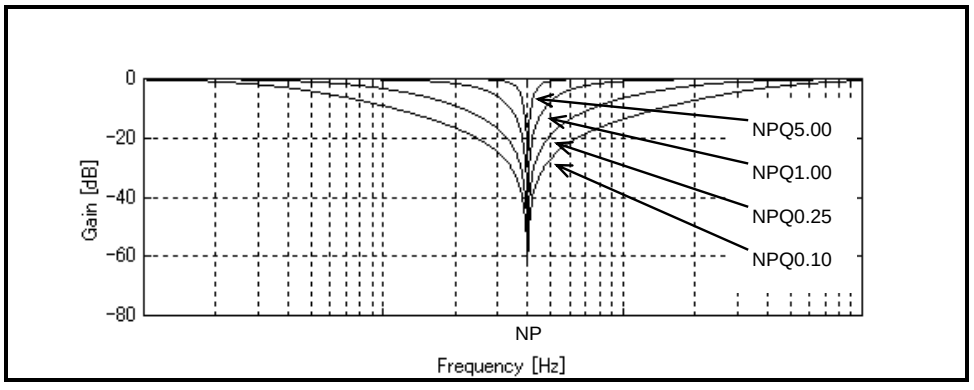

図 8-12：ノッチフィルタの特性
- 「図 8-12：ノッチフィルタの特性」にノッチフィルタのパラメータ NPQ・NSQ：**ノッチフィルタ Q パラメータ** によるノッチフィルタの特性変化を示します.